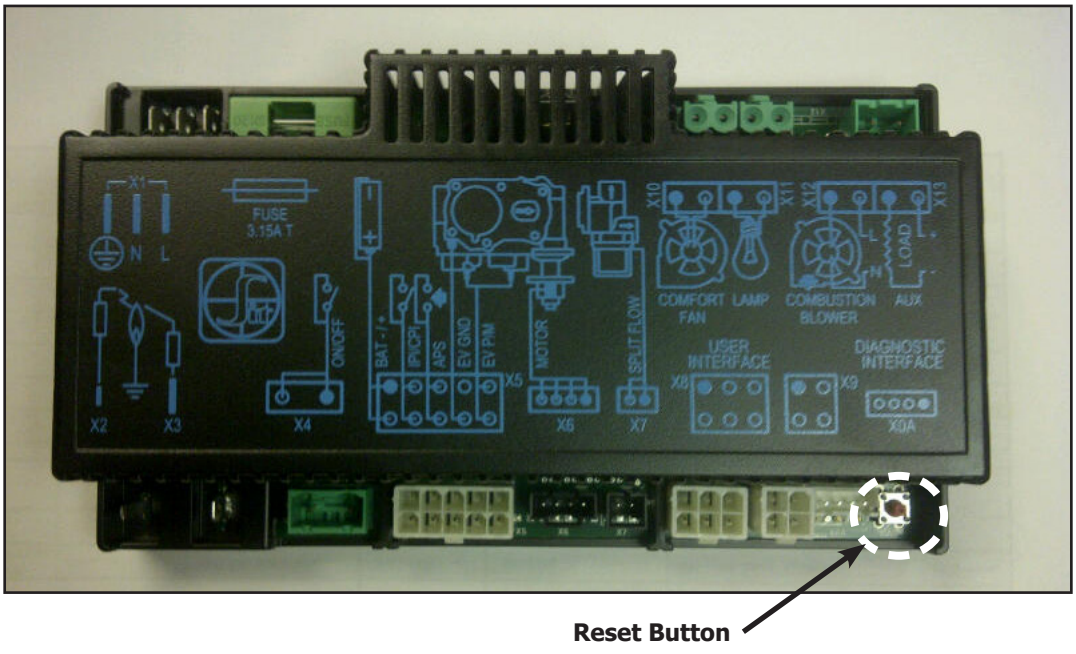

Figure 6: Integrated Fireplace Controller
The Proflame 2 IFC (Figure 6) connects directly to the gas valve, split flow valve, stepper motor, pilot and covection fan with a wiring harness. The IFC is mainly powered by 120 VAC but can also run off a battery backup four (4) AA type batteries for shorter periods of time. The IFC accepts commands via radio frequency from the Transmitter to operate the appliance in accordance with the particular Proflame 2 system configuration. The IFC has a red reset button at the front right corner that is used is to synchronize the Transmitter when using the for the first time, or after the batteries have been replaced.
Install the four (4) AA batteries into the IFC battery holder. Note the polarity of the battery and insert into the battery bay as indicated on the body of the battery holder. Press the reset button on the IFC marked "SW1" (see Figure 6).